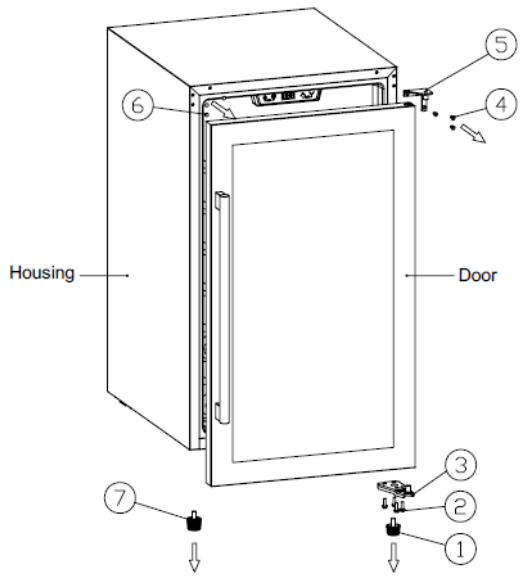

Figura 1
1. (Figura 1) Chiudi la porta.
2. (Figura 1) Rimuovi il piedino corto del mobile (1) nell'angolo inferiore destro, svita le viti (2) e togli la cerniera inferiore destra della porta (3); abbassa un po' la porta, poi rimuovila e mettila da parte.
3. (Figura 1) Svita le viti (4) e togli la cerniera superiore destra della porta (5); rimuovi il coprifóro della cerniera (6) nell'angolo superiore sinistro e il piedino del mobile (7) nell'angolo inferiore sinistro.